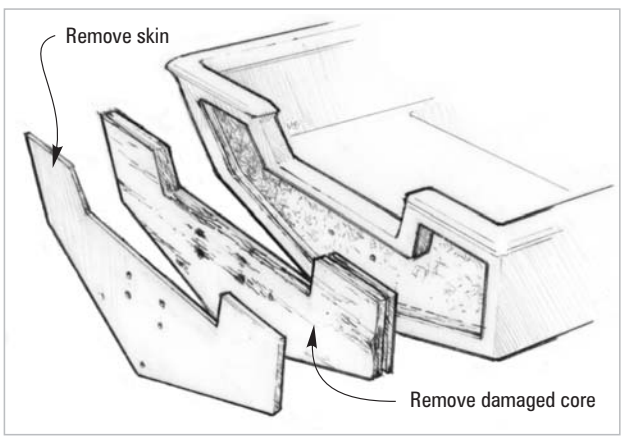

Figure 5-9 *Cut through the outer skin at the perimeter of the core. Remove the skin and the core if it is delaminated or rotted.*
4. Remove the damaged plywood core *(Figure 5-9)*. Use a chisel or whatever combination of tools you need to remove all damaged material. The plywood core in the perimeter and corners of the transom will be the biggest challenge. If necessary, use large drill bits to carefully weaken and remove stubborn areas. Rotary rasps can also be effective. Home made tools similar to a grub hoe or an adz can be used to remove the stubborn perimeter areas. Shave all traces of the core material from the inner skin, being careful not to damage the skin. Make any necessary repairs to the inner skin. Sand the skin to prepare for bonding.